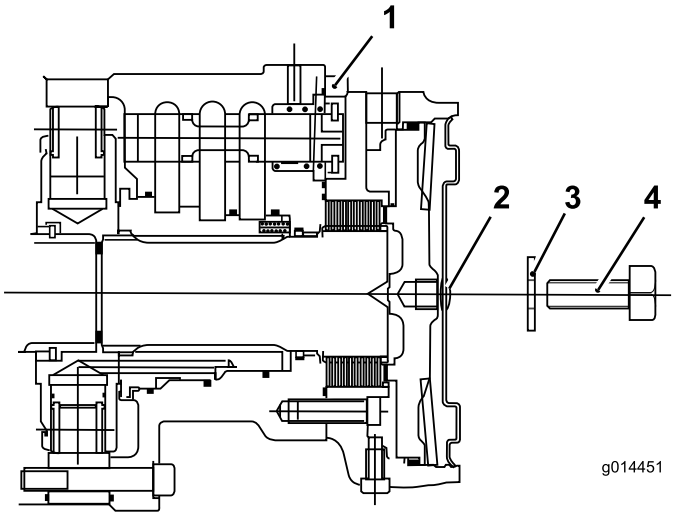

Figur 62
C. Montera sexkantspluggen på motorns ändplåt (Figur 62).